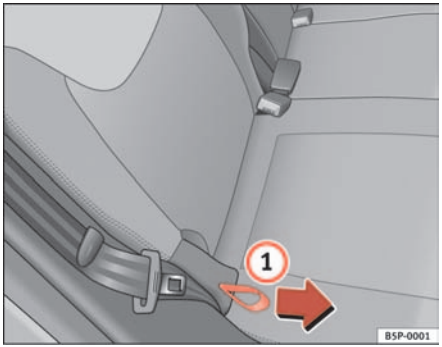

Fig. 96 Rear seat backrest angle adjustment ▶
– Hold the backrest at the top. Pull the loop on the side of the seat ⇒ page 131, fig. 96 (1) in the direction of the arrow and hold the loop in this position. Push the backrest to the required position and release the loop.